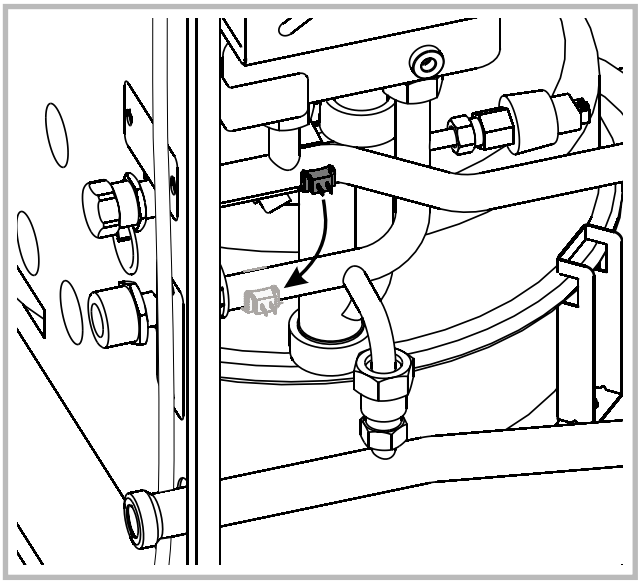

Figure 37 - Sonde de retour échangeur
- Placer la sonde de retour échangeur sur le tube de départ échangeur (fig. 37).